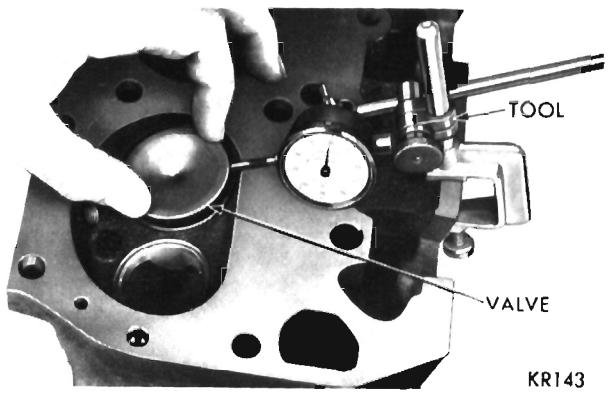

Fig. 14—Measuring Valve Guide Wear
(5) The special sleeve places the valve at the correct height for measuring with a dial indicator. Attach dial indicator Tool C-3339 to the cylinder head and set it at a right angle to the valve stem being measured (Fig. 14).
(6) Move valve to and from the indicator. Total dial indicator reading should not exceed .017 inch. If the dial indicator reading is excessive or if the stems are scored or worn excessively, ream the guides for new